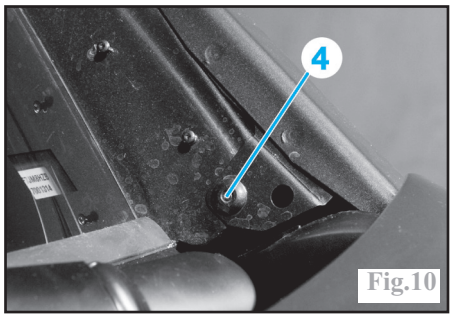

Fig.10
-la tête du rivet (4) (Fig.10).